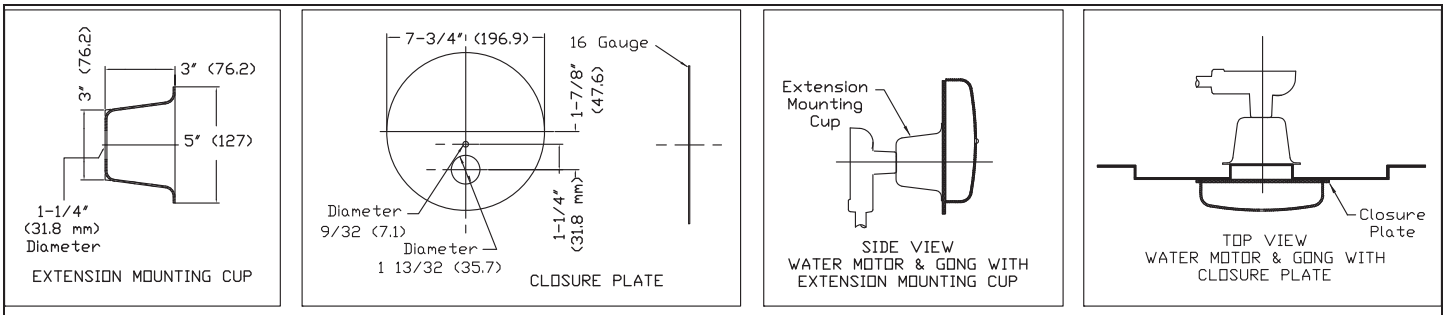
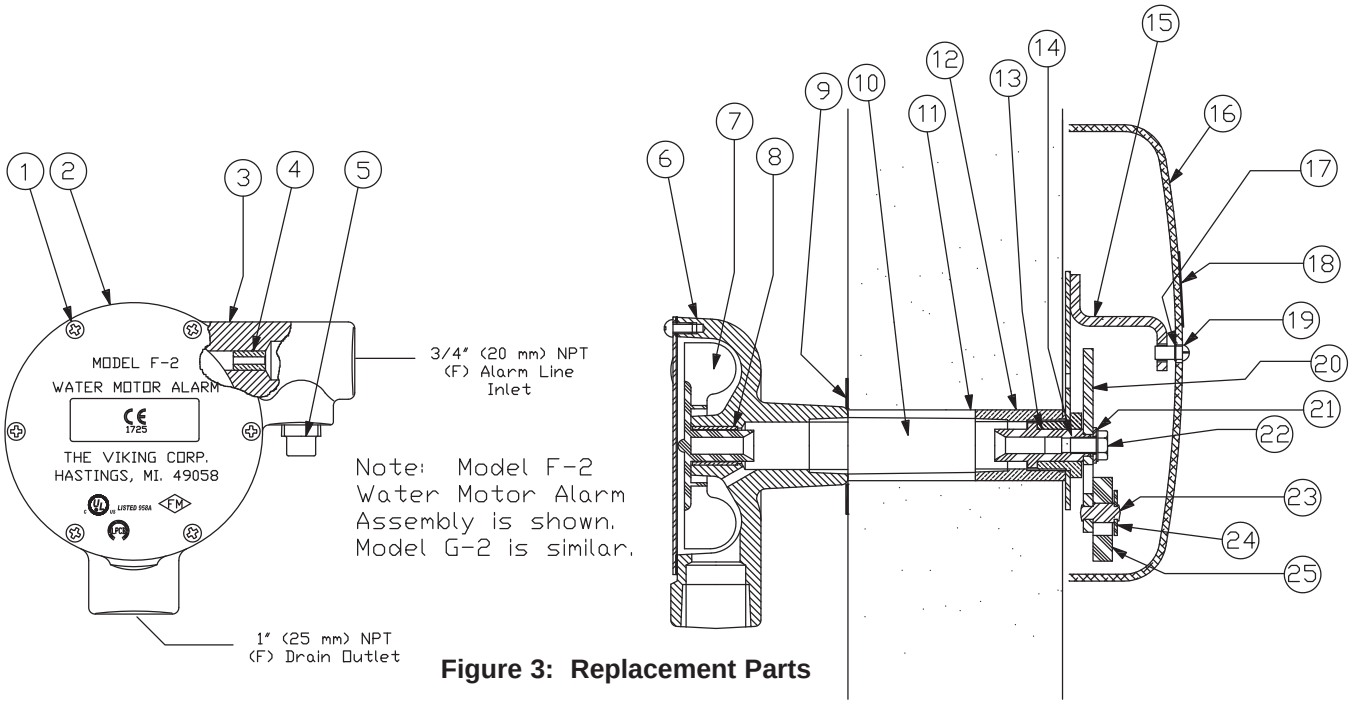

Figure 1: Accessories
Figure 3: Replacement Parts
Material Standards (See Figure 3)
K. Attach the water motor assembly by threading the body (3) onto the free threaded end of the spacer pipe. The chamfered ends of the drive shaft allow it to slide into position as the water motor body is threaded onto the spacer pipe. When the assembly is properly tightened, the water motor should be positioned with the 1” (25 mm) NPT drain outlet facing downward and the 3/4” (20 mm) NPT alarm line inlet horizontal. See Figures 1 and 3.
L. Attach the gong, the flat washer, and the gong label (16, 17, and 18) to the gong support installed on the exterior surface of the wall, with the 5/16-18 x 12” (13 mm) screw (19). Note: The flat washer must be installed between the gong and the gong support (17).
5. OPERATION (See Figure 3)
A. Water Motor Disassembly (See Figure 3)
2. Remove pipe plug (5).
3. Remove all round head machine screws (1) from the water motor cover.
4. Separate the cover (2) and the gasket (6) from the housing (3).
5. Remove the impeller (7).
6. Inspect and, if necessary, carefully clean the nozzle (4) with a wire or pipe cleaner brush.